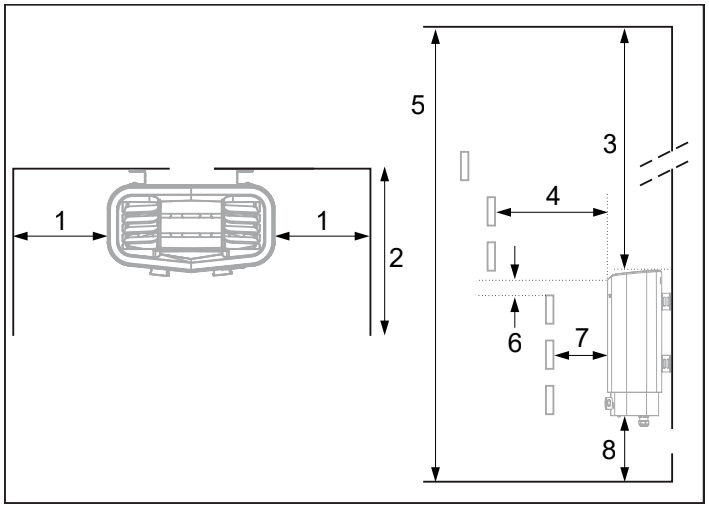

Abbildung 3: Positionierung der Heizung - Nischeninstallation (zulässiges Mindestvolumen: 4 m³
- an derselben Wand wie die Tür (in Ausnahmefällen ist eine Installation an der Seitenwand möglich, sofern der Abstand zu der Wand mit der Tür sehr klein ist). Die Heizung kann auch in einer Nische installiert werden (siehe Abbildung 3).
Positionieren Sie die Heizung in sicherem Abstand zum Boden, zu den Seitenwänden und zu Innenrauminstallationen (siehe Abbildung 3).